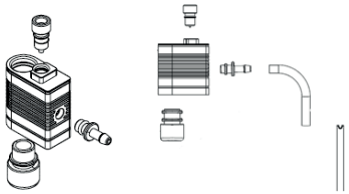

Рис. 3
Соберите детали молочной системы (6) (Рис. 3).